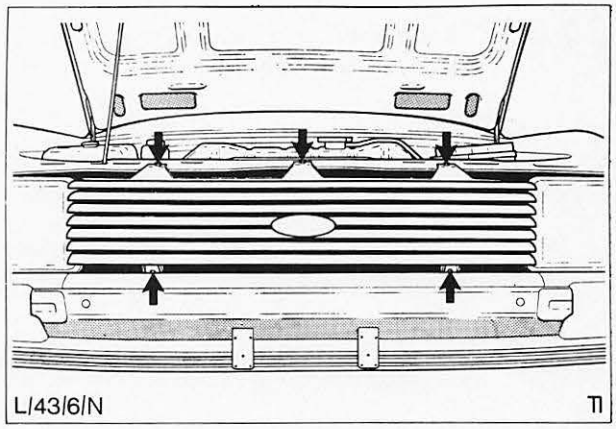

Abb. 56 Kühlergrill abbauen
3. Kühlergrill abbauen (5 Schrauben), Abb. 56.